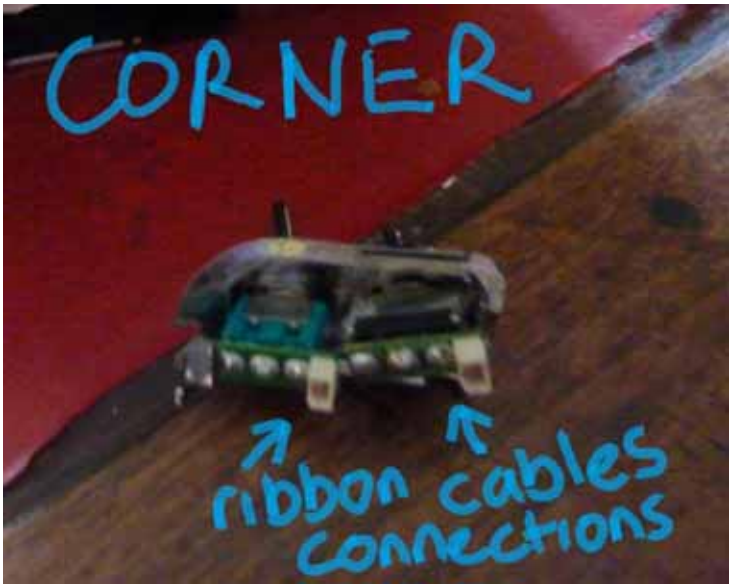

Figure 64 Case corner removed and ribbons detached
2. Lever the sides a little bit outwards and slide out the corner covers. These will still be attached by ribbon cables so be careful (see Figure 64 & Figure 65).
3. Take a photo of the ribbon cables for the corner covers – you need to know which one fits which socket (see Figure 64).
Stage 3 disassembly is complete when both sides and corners have been removed (see Figure 64 & Figure 65)